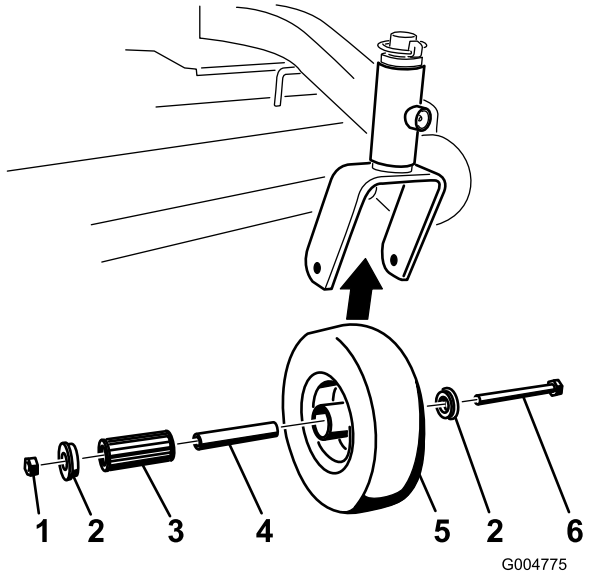

Figura 46
1. Retire la contratuerca y el perno que sujetan la rueda giratoria a la horquilla (Figura 46).
2. Retire un solo casquillo y tire del casquillo intermedio y del cojinete de rodillos para sacarlos del cubo de la rueda (Figura 46).
3. Retire el otro casquillo del cubo de la rueda y limpie la grasa y la suciedad del cubo de la rueda (Figura 46).
4. Inspeccione el cojinete de rodillos, los casquillos, el casquillo intermedio y el interior del cubo de la rueda para comprobar que no están desgastados. Cambie las piezas defectuosas o desgastadas (Figura 46).
7. Coloque el segundo casquillo en el cubo de la rueda (Figura 46).
9. Apriete la contratuerca hasta que el casquillo intermedio se apoye contra el interior de las horquillas de las ruedas giratorias (Figura 46).